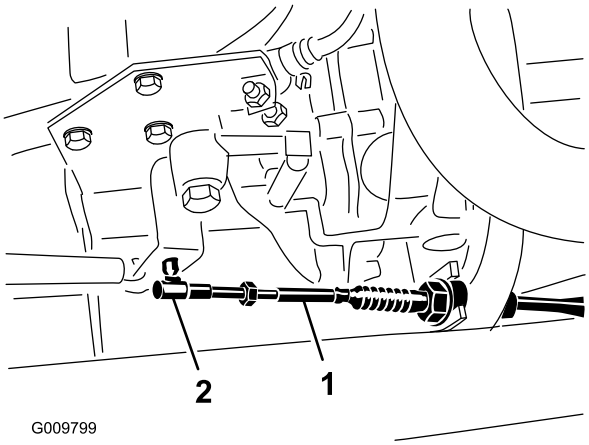
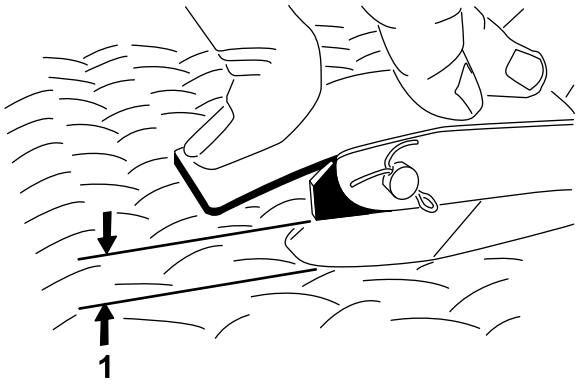

Figura 66
Figura 67
2. Ajuste la articulación esférica del cable del acelerador (Figura 66) hasta que haya 5–9 mm de holgura entre el brazo del pedal del acelerador y el borde superior de la chapa de suelo con dibujo a rombos (Figura 67) al aplicar una fuerza de 9 kg al centro del pedal. Apriete la contratuerca.